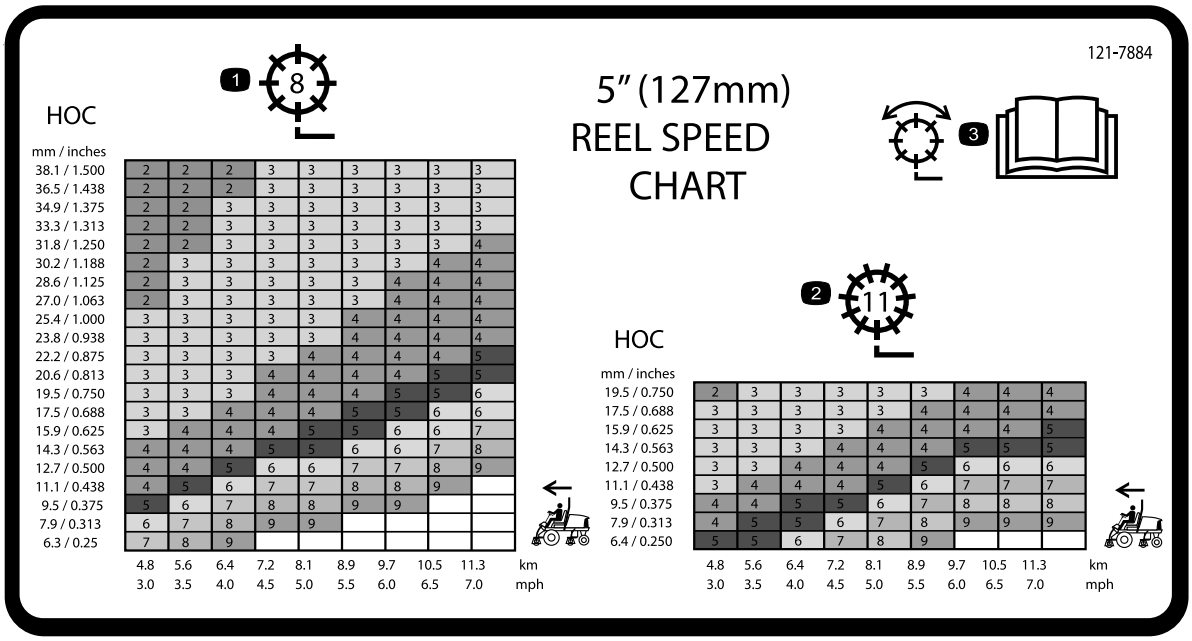

**Figure 35**
3. Reportez-vous au graphique sur les autocollants du tableau de vitesse des cylindres (Figure 35 et Figure 36) pour déterminer le réglage de vitesse de cylindre correct.